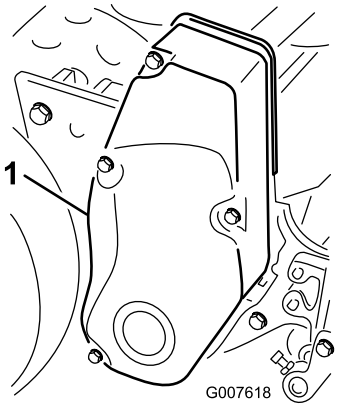

Figuur 35
1. Verwijder de bevestigingen van de drijfriemkap en de drijfriemkap zodat u bij de riem kunt komen (Figuur 35).